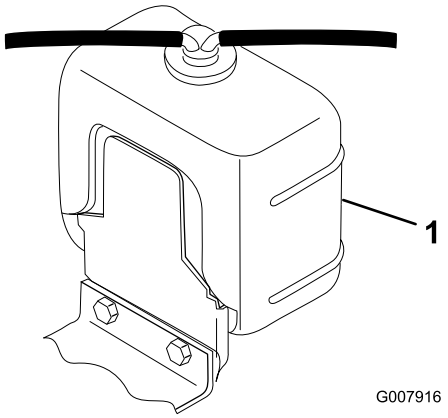

Bild 31
1. Schrauben Sie den Kühlerdeckel und den Deckel vom Ausdehnungsgefäß vorsichtig ab (Bild 31).
2. Prüfen Sie den Stand des Kühlmittels im Kühler und im Ausdehnungsgefäß (Bild 31).